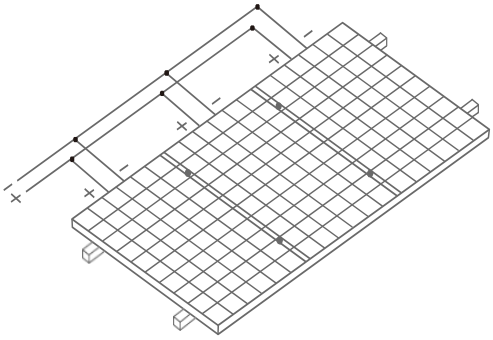

图18 并联方式
- 并联时，整串组件的输出电流等于每个支路组件或组件串的电流和（并联方式如图 18 所示），每串组件都要安装保险丝，组件最大并联数参考公式：最大保护电流 /（1.25* 短路电流 ），具体请参考该国家或地区或当地的规范。